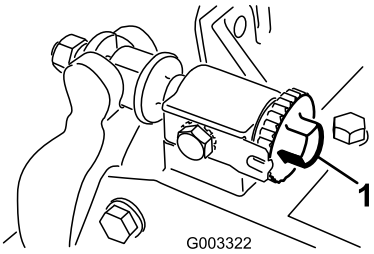

图 7
A. 顺时针旋转底刀架调节螺丝图 7一次调整一格直到感觉并到听到轻微的接触。